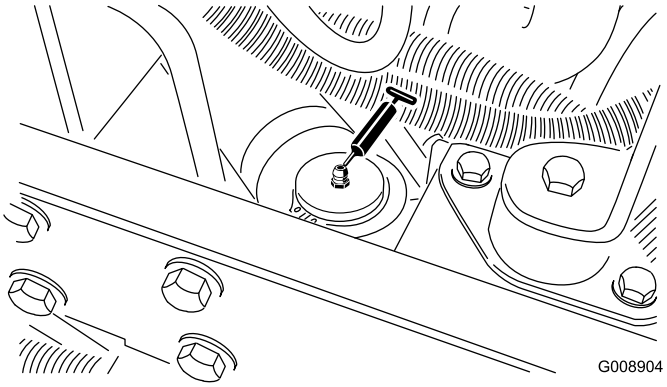

Figur 57
- Styretøjscylinder (Figur 57).